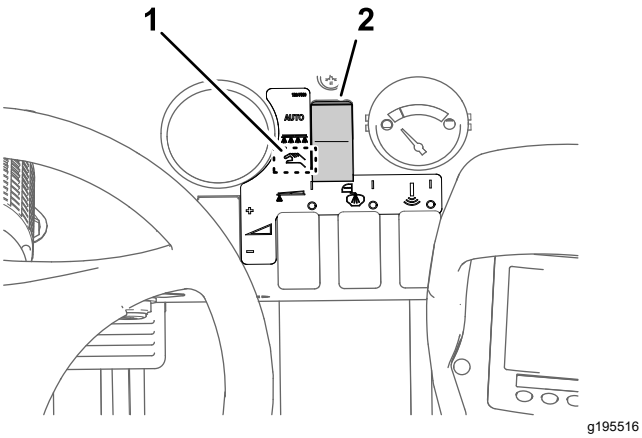

Figur 41
2. Ange manuellt läge med hjälp av sprutlägesknappen (Figur 41).